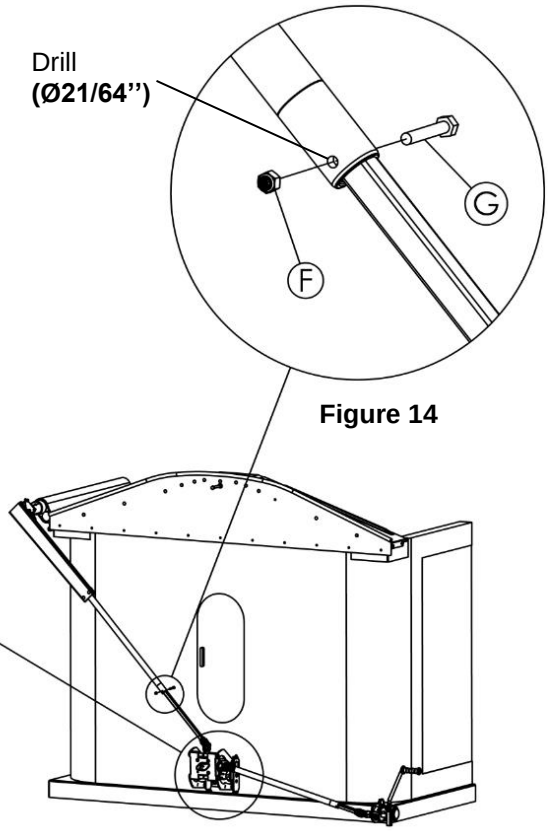

Figure 14
2. **Figure 14.** Drill through the interior tube.
3. Install the bolt (G) and the nut (F).